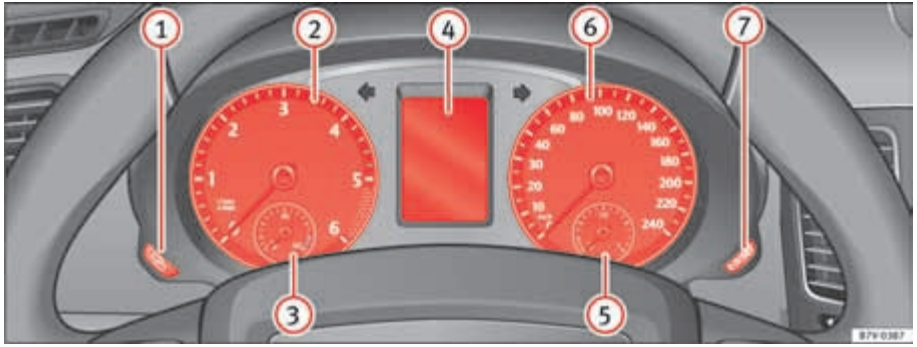

Fig. 36 Instrument panel, on dash panel.
Details of the instruments ⇒ fig. 36:
– To continue setting the time, press button [0.0 / SET] ⇒ fig. 36 (7). Hold button down to scroll through the numbers quickly.
A variety of information can be viewed on the instrument panel display ⇒ page 64, fig. 36 4, depending on the vehicle equipment:
The inspection display appears on the instrument panel ⇒ page 64, fig. 36 (4).